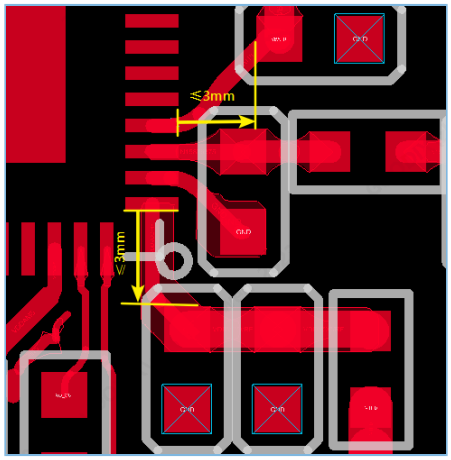

Figure 3-11 Reference layout and routing for RF input power supply
1. Decoupling capacitors connected to VDD_VCO/VDD_RF and VBATT_RF should be as close to the corresponding pins as possible (around 1 mm is recommended, and shall not exceed 3 mm, as shown in Figure 3-11). C4 and C5 are placed close to VDD_VCO and VDD_RF respectively, and C3 is placed close to VBATT_RF. Place the capacitors on the same layer with the pins if possible, and make sure the wiring path goes through the capacitors first and then connected to the chip power pins. In case the capacitors are not placed on the same layer with the pins, the vias should be located close to the decoupling capacitors.